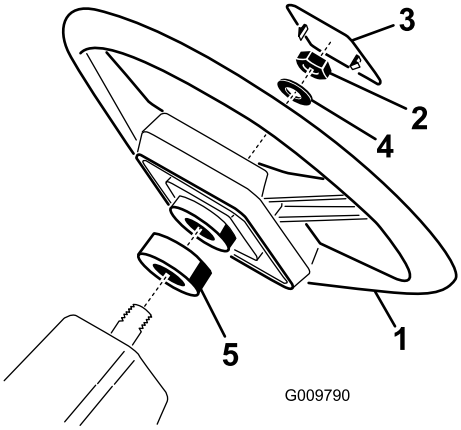

Figur 6
1. Fjern kontramøtrikken fra styretøjsakslen. Skub skumforseglingen, rattet og spændeskiven på styretøjsakslen (Figur 6).